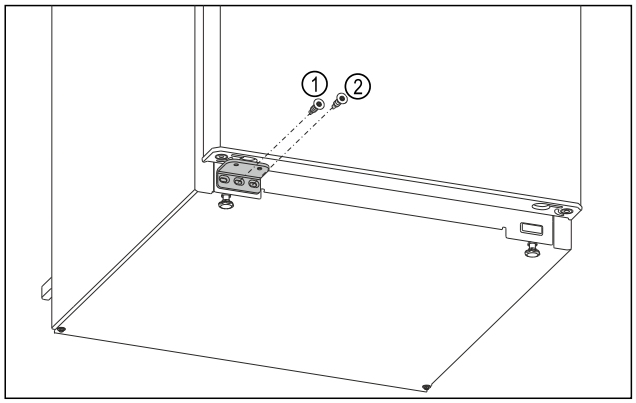

Fig. 15
▶ Skruva fast lagerbockens mellersta skruv *Fig. 15 (1)* med skruvmejsel Torx 20.
▶ Skruva fast lagerbockens inre skruv *Fig. 15 (2)* med skruvmejsel Torx 20.